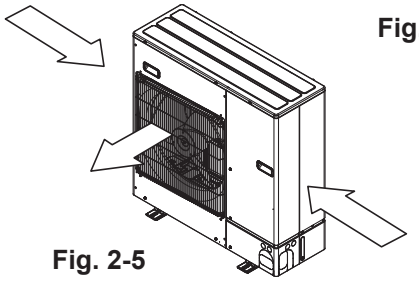

Fig. 2-5
③ Placer l'appareil de sorte que la sortie d'air souffle dans la direction perpendiculaire à celle des vents saisonniers, si celle-ci est connue. (Fig. 2-5)